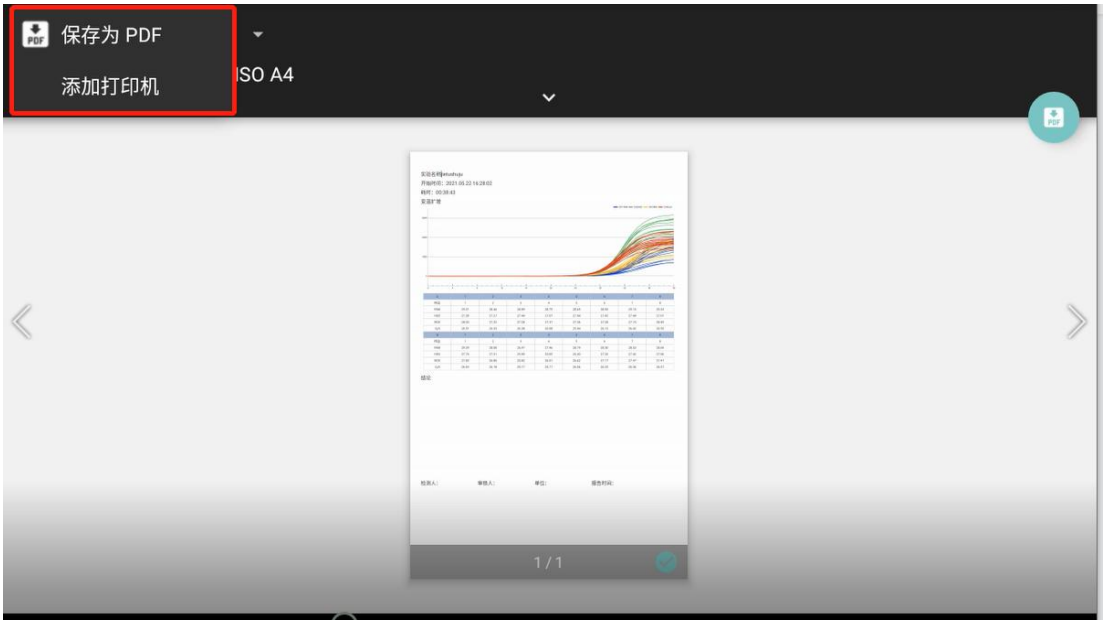

Figure 4.6-5 Whether to add a printer page
5) Click the upper left corner of the "drop-down" button, "Save as PDF" or "Add Printer" option, as shown in Figure 4.6-5 (Note: The printer needs to support Android system)